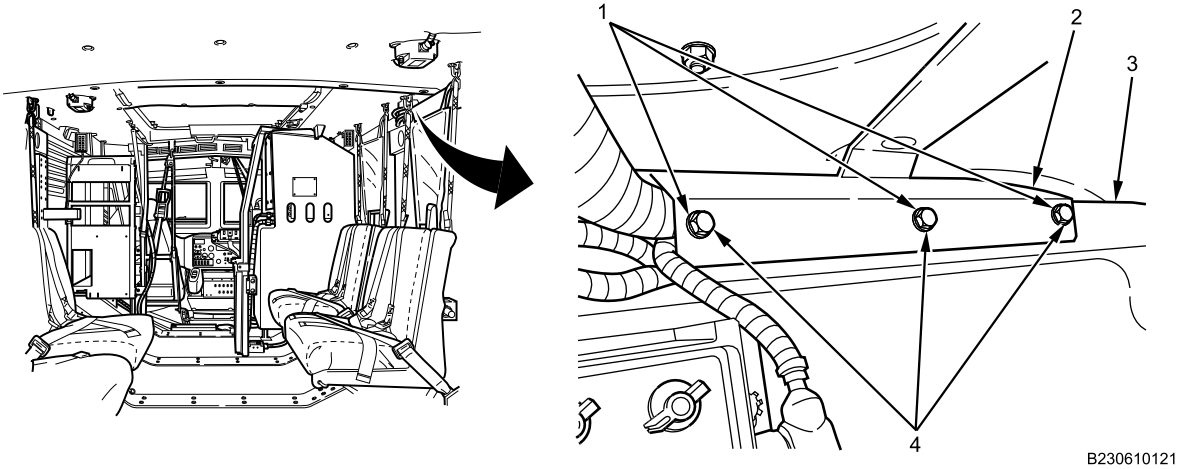

Figure 17. Right Rear Cabin Molding Cover.
10. Install right rear cabin molding cover (Figure 17, Item 2) on right rear molding channel (Figure 17, Item 3) with three flat washers (Figure 17, Item 1) and bolts (Figure 17, Item 4). Tighten bolts securely.